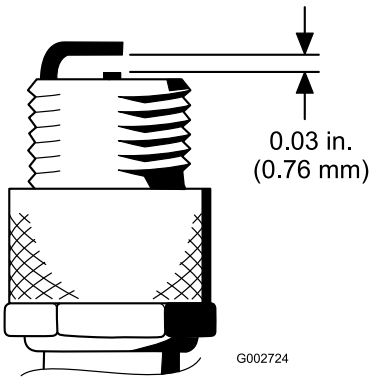

Figur 46
4. Kontrollera att luftgapet mellan mitt- och sidoelektroderna är 0,76 mm (Figur 46).